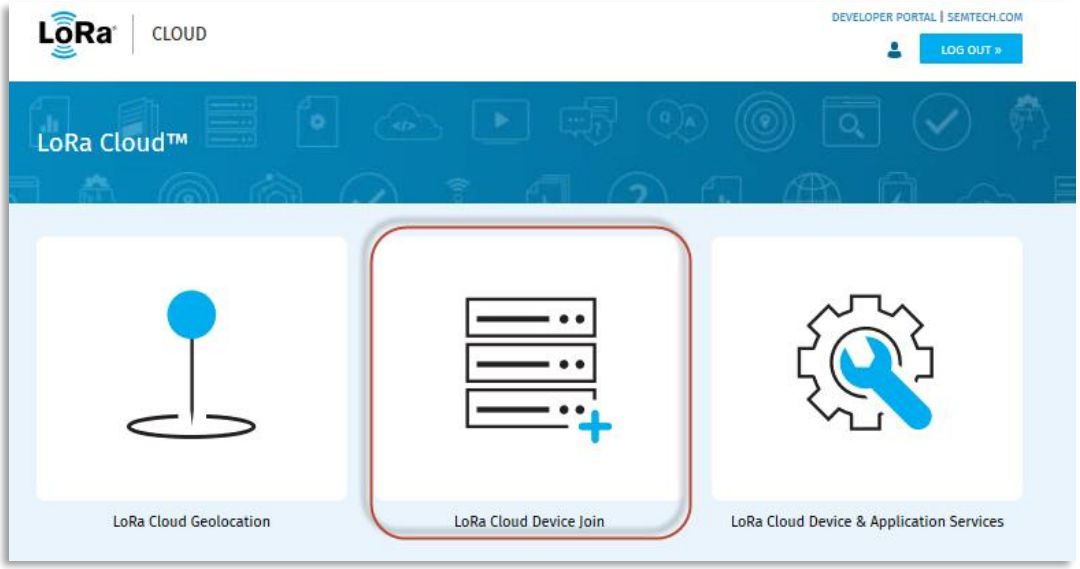

Figure 69: LoRa Cloud Device Join Option
2. Click **Get Started** and then select **LoRa Cloud Device Join**, as illustrated in Figure 69